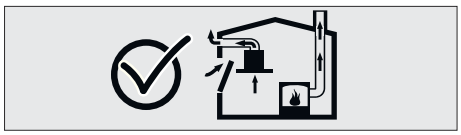

*Fig. 4*
- Portanto, deve ser assegurada uma entrada adequada de ar fresco.Fig. 4